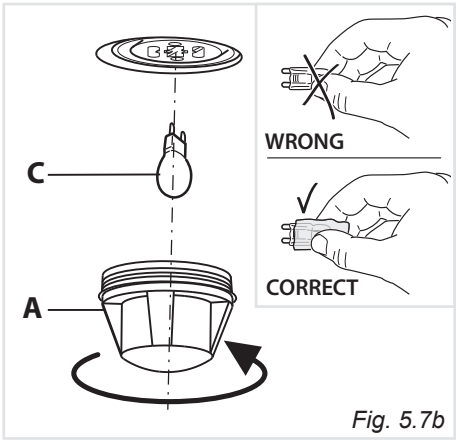

Fig. 5.7b
- Remove the protective cover "**A**" (fig. 5.7b).